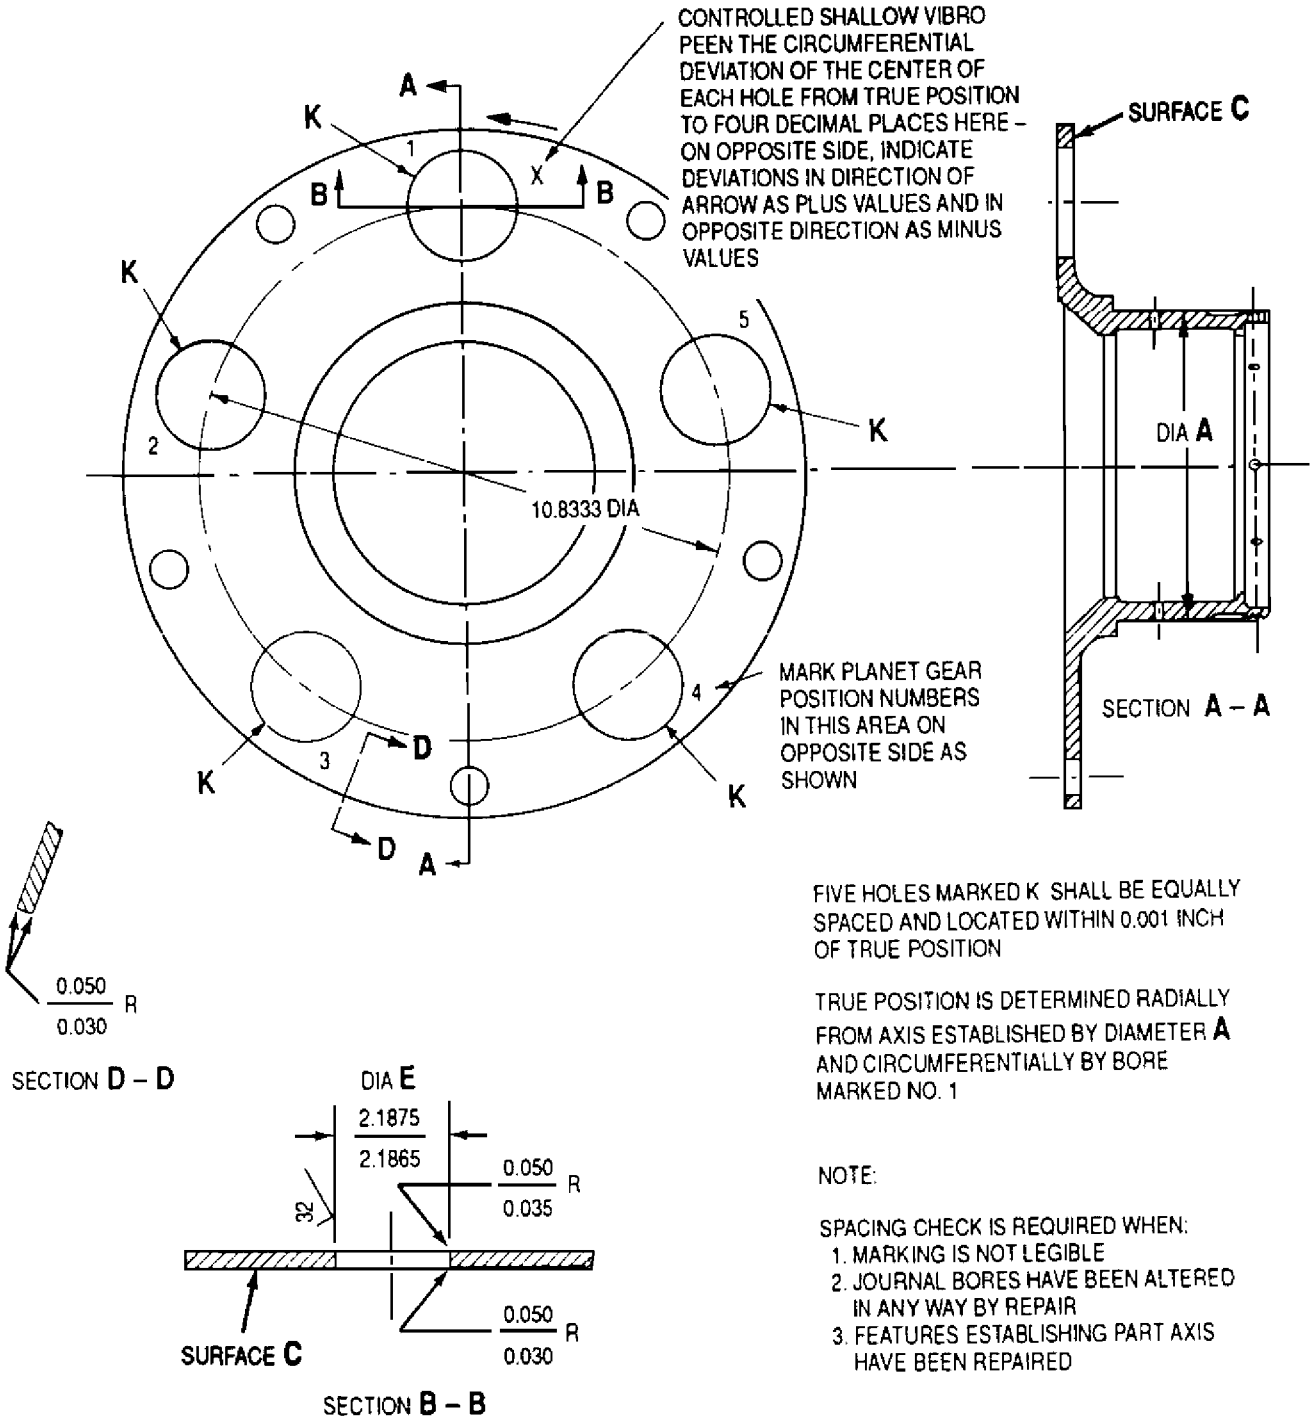

Figure 2. Rear Carrier Planet Gear Bores − Repair
h. If necessary, re−mark each planet gear position number and its circumferential deviation measurement at original locations (figure 2). Use controlled shallow vibro peen method 2EI. Refer to AS 478.
c. Machine damaged bore(s) as required to remove wear. Do not exceed 2.1965 in. Maintain spacing and true position as indicated in figure 2. Case hardness after machining shall be 15N85 minimum.
f. Finish machine plated bores to limits of figure 2. Maintain spacing and true position of bores. Plating thickness shall not exceed 0.005 in.
j. Check bore spacing and circumferential deviation (figure 2). If the deviation has changed for a specific bore, this new deviation will be used when re−marking the flange.
k. If necessary, re−mark each planet gear position number and its circumferential deviation measurement at original locations (figure 2). Use controlled shallow vibro peen method 2El. Refer to AS 478.